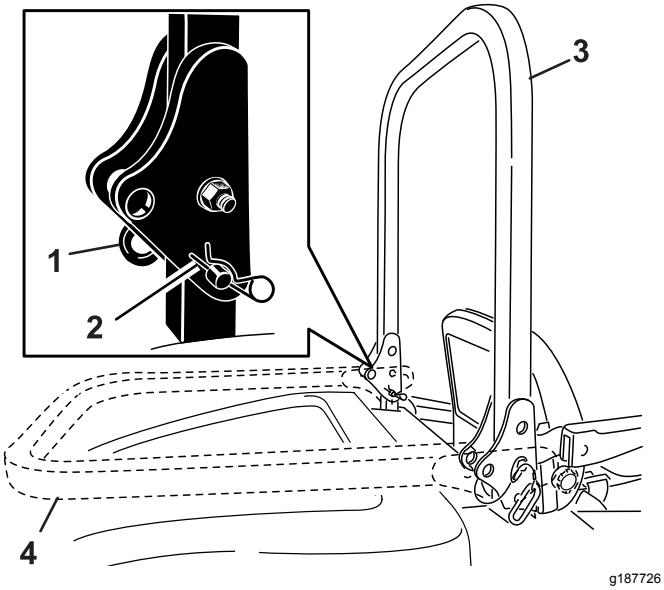

Bild 12
2. Klappen Sie den Überrollbügel hoch und entfernen Sie die Splinte und die zwei Stifte (Bild 12).